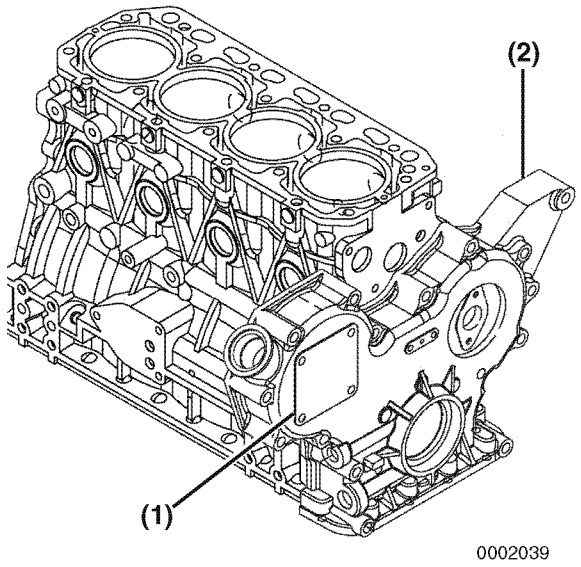

Figure 7-13
15. Remove the fuel injection pump drive gear cover **(Figure 7-13, (1))** from the gear case cover **(Figure 7-13, (2))**.